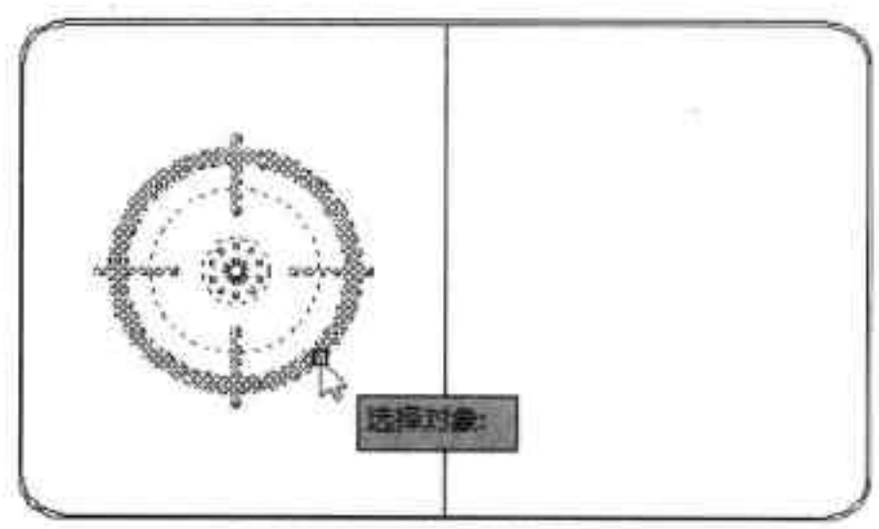

图6-91 选择炉灶图形
Step18 执行“镜像”命令，根据命令行提示，选中绘制好的一个炉灶图形，如图 6-91 所示。